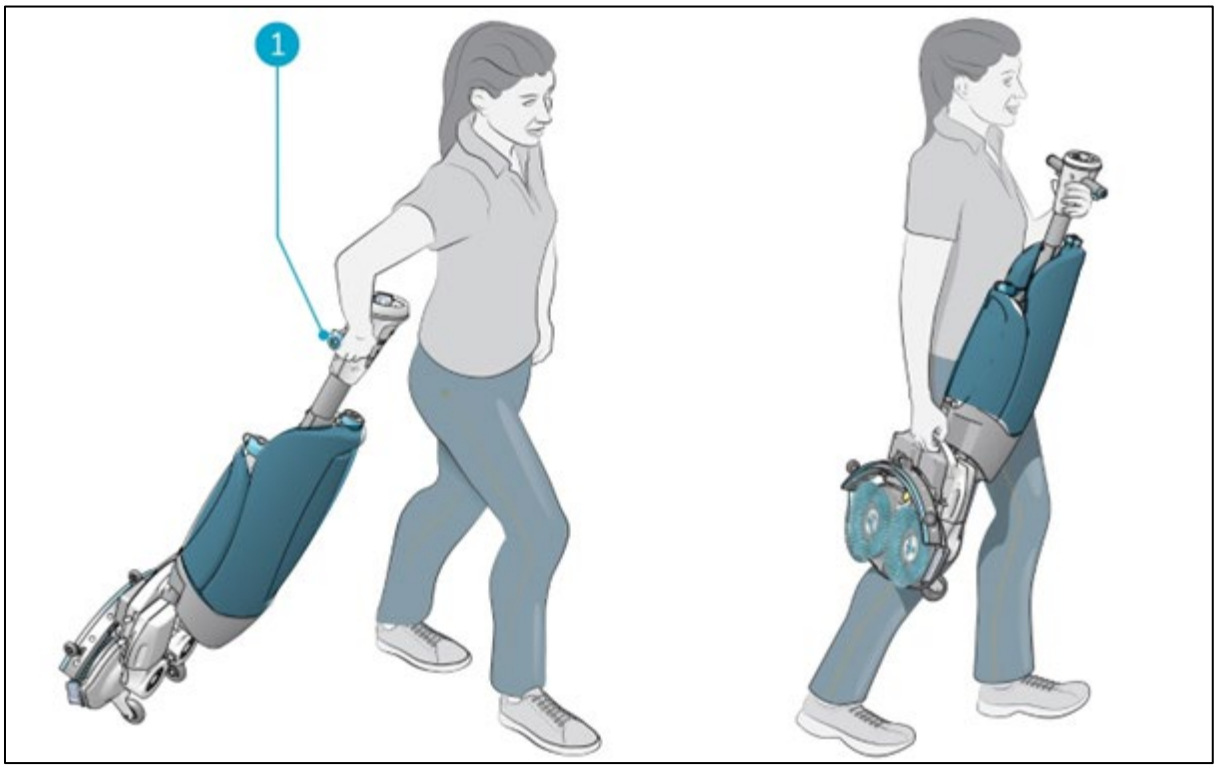

Figur 16
2. Hold i håndtaket med én hånd (Figur 16, pos 1).